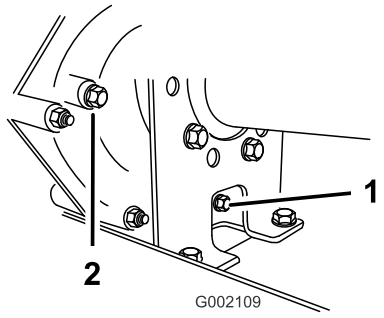
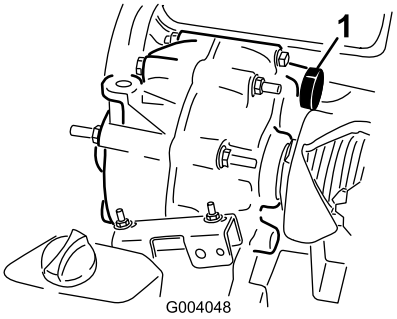

Figuur 56
Figuur 57
2. Maak de omgeving van de vulplug en de aftapplug schoon met een vod (Figuur 56).
4. Verwijder de vulplug door deze linksom te draaien (Figuur 56).
5. Verwijder de aftapplug door deze linksom te draaien (Figuur 56).
6. Monteer de aftapplug en de pakking en draai deze vast in de opening voor de aftapplug in de transmissie (Figuur 56).
7. Vul het reservoir (Figuur 57) langs de vulplugopening met ongeveer 1,4 liter olie van het aanbevolen type, of giet net zo veel olie bij tot het oliepeil in de transmissie tot de onderste schroefdraad reikt. (Figuur 56).
8. Monteer de vulplug en de pakking en draai deze vast in de vulplugopening van de transmissie (Figuur 56).
10. Controleer het oliepeil en voeg meer olie toe als het peil niet tot de schroefdraad in de vulplugopening reikt (Figuur 56).